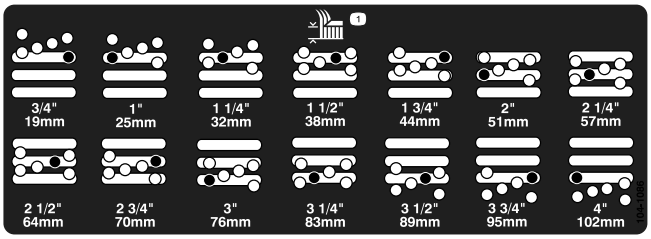

Figuur 8
4. Verwijder het afstandsstuk terwijl u de maaikamer ondersteunt (Figuur 8).
5. Verplaats de kamer naar de gewenste maaihoogte en plaats een afstandsstuk in de bijbehorende maaihoogte-opening en de sleuf (Figuur 8).